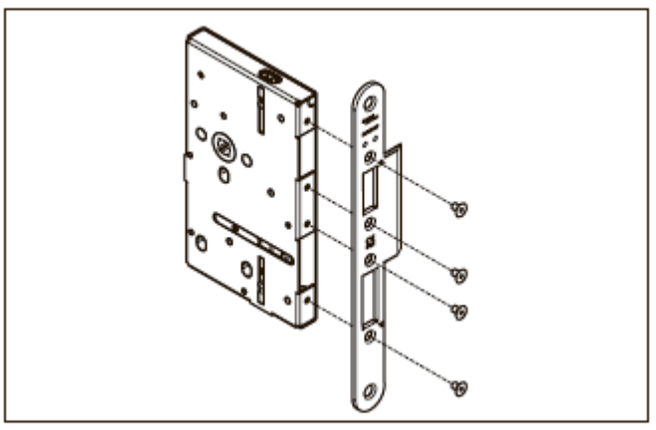

Рис. 36 Привинчивание лицевой планки
2. При необходимости привинтите лицевую планку к замку (рис. 36) с усилием 1 Н·м в соответствии с направлением открывания двери DIN.